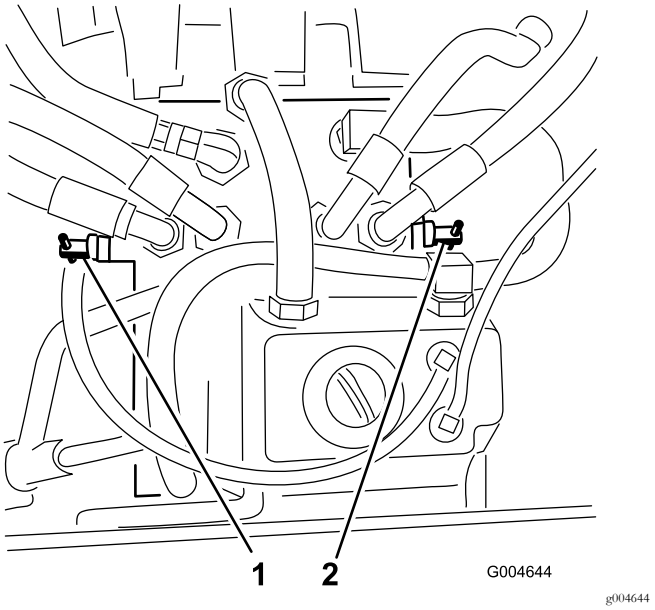

Rysunek 28
3. Obróć każdy zawór obejściowy o 1 obrót w lewo (Rysunek 28).
Obróć każdy zawór obejściowy o 1 obrót w prawo i dokręć go ręcznie (Rysunek 28).